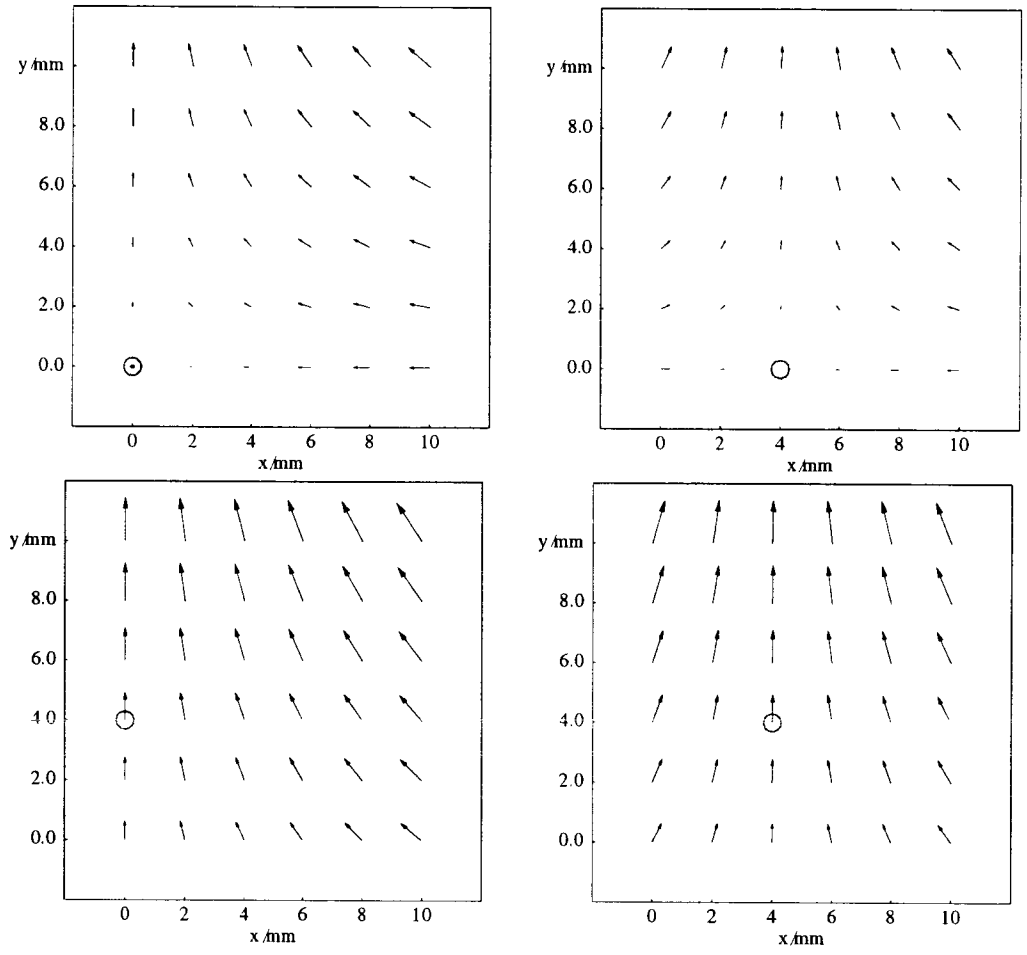
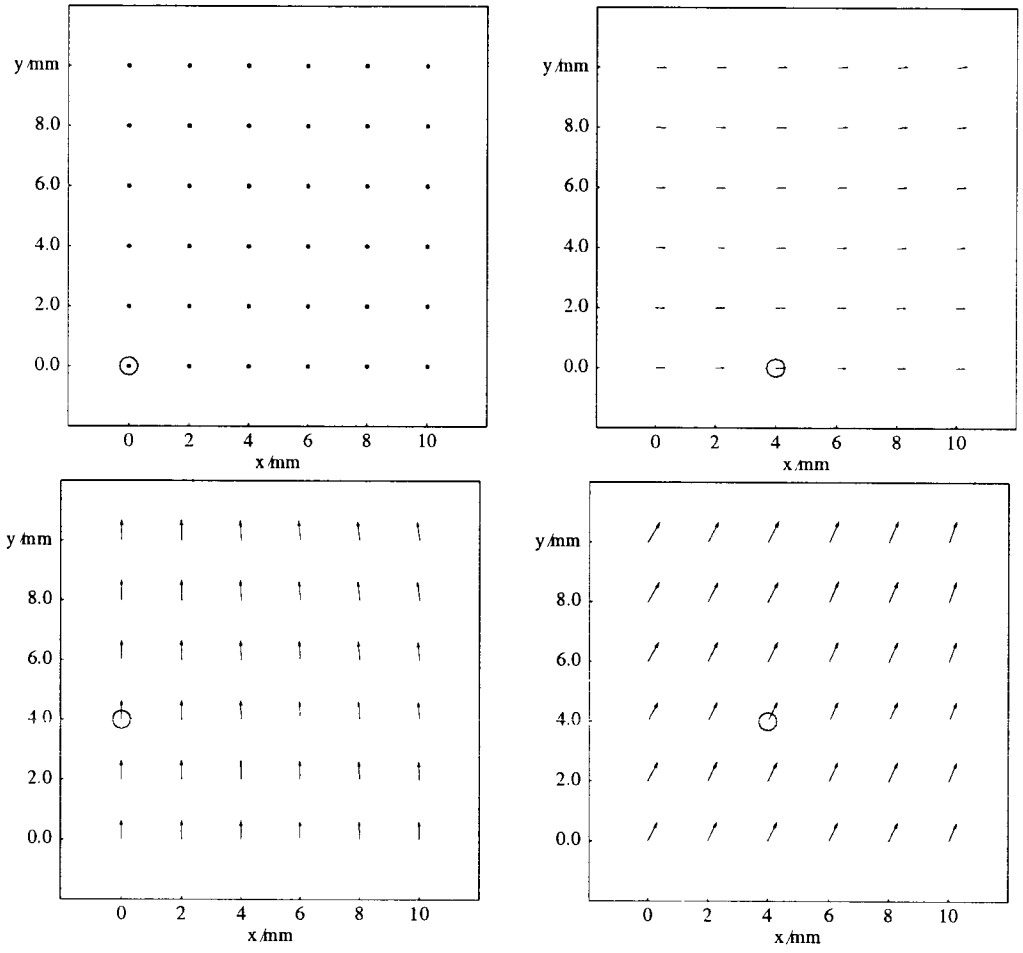

Figure 1: Transverse kicks as function of position of test particle in **LEP shielded bellows** for different beam offsets (small circles).
Figure 3: Transverse kicks reduced by kicks due to an on-axis beam in **LEP shielded bellows** for different beam offsets (small circles).
- Figs. 1 and 2 show total transverse kick as function of offset of test particle for 4 different positions of the beam in LEP shielded bellows and separators. Figs. 3 and 4 show difference between kicks for offset and on-axis test particles.